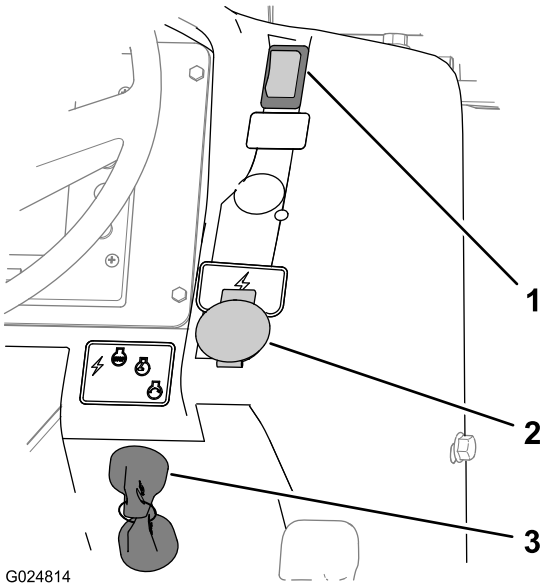

Figura 11
- Acione o freio de estacionamento pressionando o respectivo interruptor para baixo (Figura 11).
Use a chave para acionar os acessórios elétricos, dar partida na máquina e desligar a máquina (Figura 11). As 4 posições da chave são as seguintes: